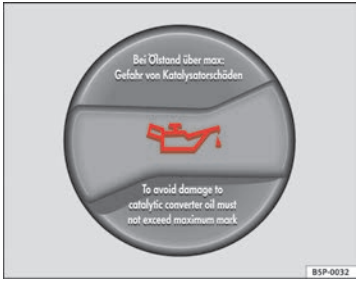

Fig. 116 In the engine compartment: Engine oil filler cap
– Unscrew cap from oil filler opening ⇒ fig. 116.
– As soon as the oil level is in area (B), carefully close the cap.